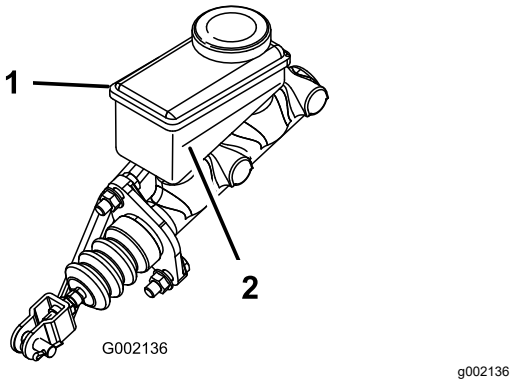

Figur 52
3. Kig på omridset af væskestanden på siden af beholderen (Figur 52).
B. Fyld DOT 3-bremsevæske i beholderen, indtil væskestanden er over minimumslinjen (Figur 52).